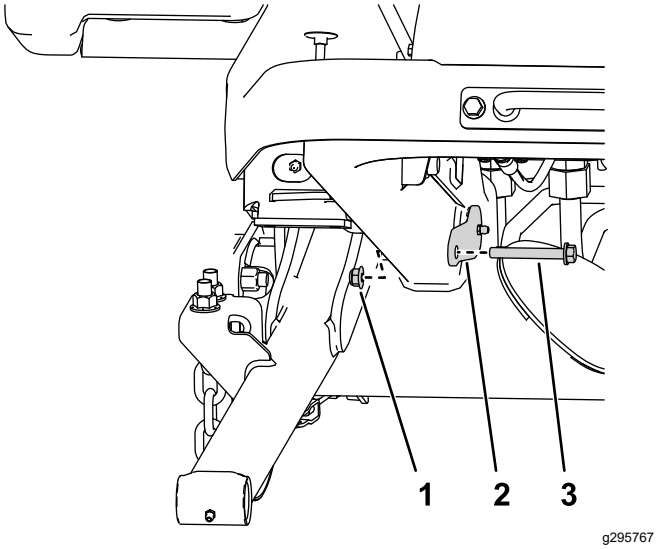

**Figuur 6**
4. Gebruik 2 moeren (⅜") en 2 bouten (⅜" x 2¾") om de grote pennen aan het frame te bevestigen (Figuur 6).